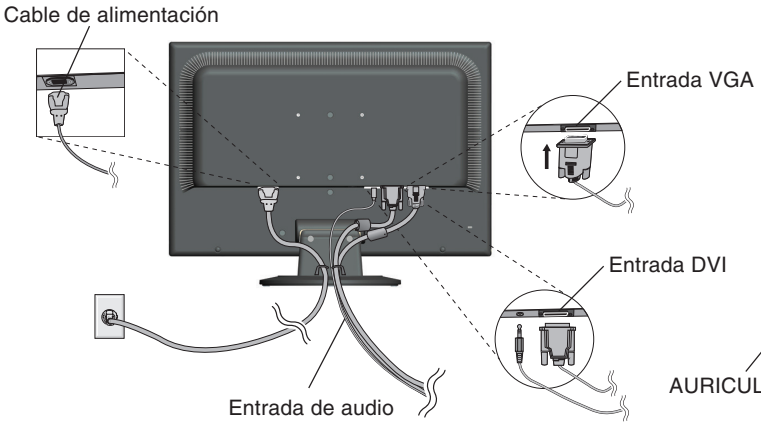
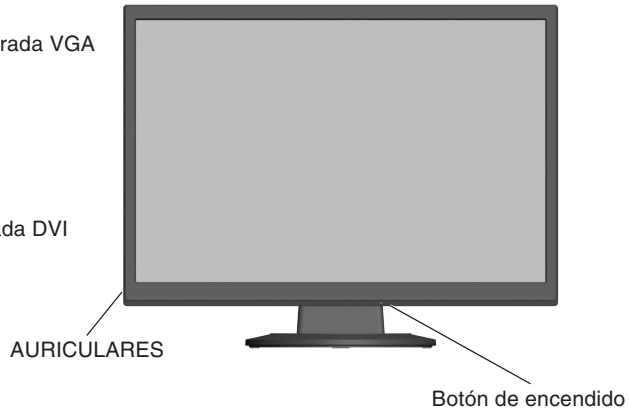

Figura B.1
Figura C.1
3. Conecte el mini D-SUB de 15 clavijas del cable de señal de vídeo y el cable de audio al conector adecuado en la parte posterior del monitor (**figura B.1**). Conecte los auriculares (no incluidos) al conector apropiado de la parte izquierda del monitor (**figura C.1**).
4. Conecte un extremo del cable de alimentación al monitor y el otro a la toma de corriente. Introduzca el cable de señal de vídeo y el de alimentación en el pasacables (**figura B.1**).
5. Encienda el monitor y el ordenador con el botón de encendido (**figura C.1**).